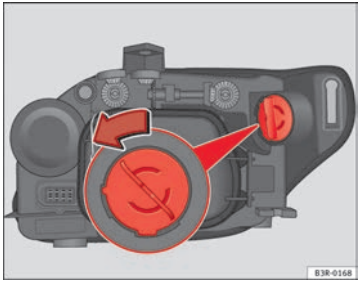

Fig. 204 Turn signal
– Turn the bulb holder anti-clockwise, pulling it by the grip ⇒ fig. 204 and removing the bulb holder and the bulb.